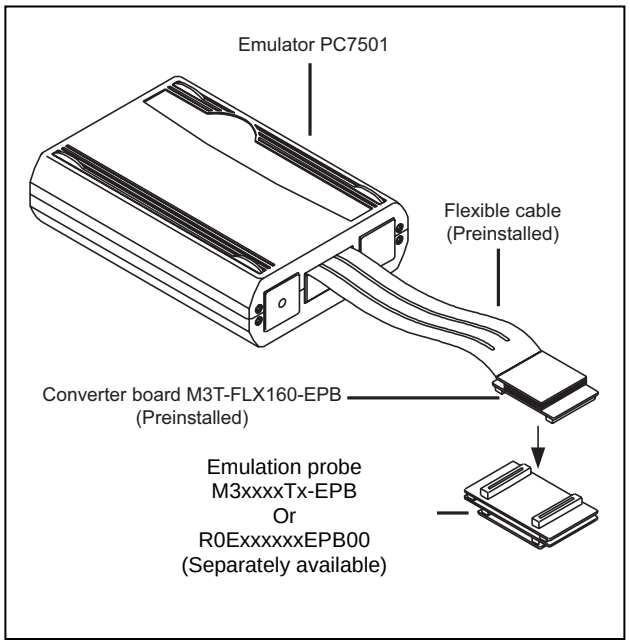

Figure 4.9 Connecting the emulation probe
- ⇨ Figure 4.9 Connecting the emulation probe (below)